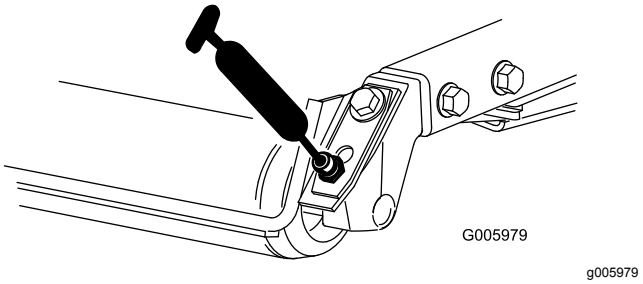

**Figur 48**
- Bakre rullens lager (2 per klippenhet) (Figur 48)